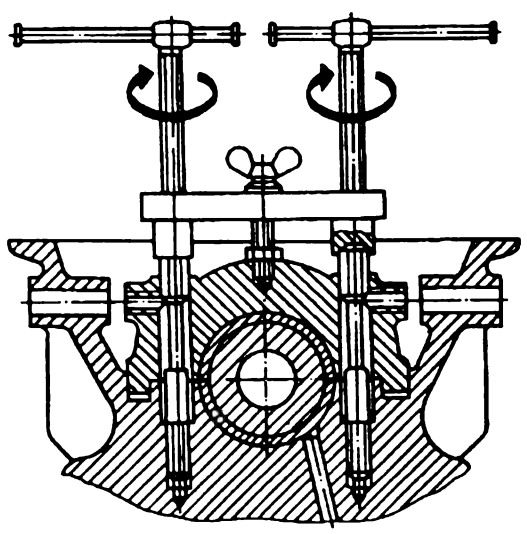

Рис. 58 Снятие крышек коренных подшипников с помощью съемника 5 У-26117
47. Снимите съемником (рис. 58) крышки коренных подшипников вместе с нижними вкладышами. Перед снятием крышек убедитесь в наличии и правильности маркировки крышек 2-го, 3-го, 4-го и 5-го подшипников; при необходимости нанесите на них соответствующие метки. При сборке двигателя установите крышки на свои места. Крышки коренных подшипников и нижние вкладыши уложите на стеллажах в соответствующем порядке.